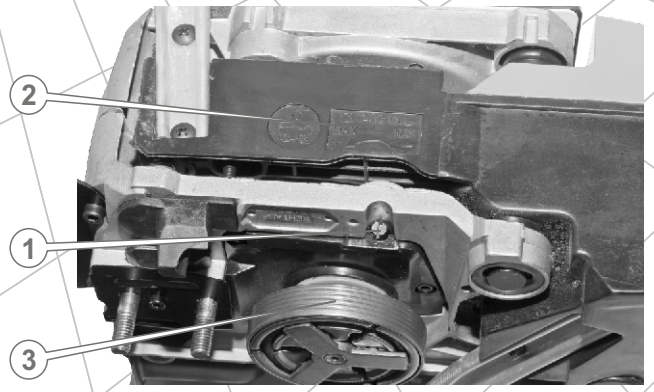

Рис. 11
Шлиц штока масляного насоса (1) расположен на донной части бензопилы под муфтой сцепления (3) (см. рис. 11).
2. Отрегулируйте подачу масла на цепь согласно указателю (2), промаркированному на донной части бензопилы (см. рис. 11).